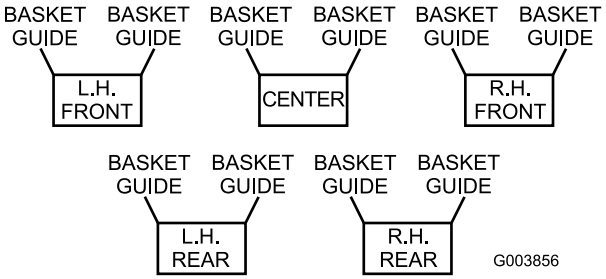
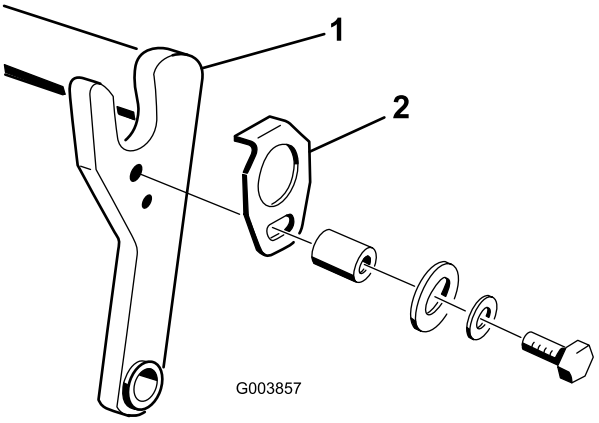
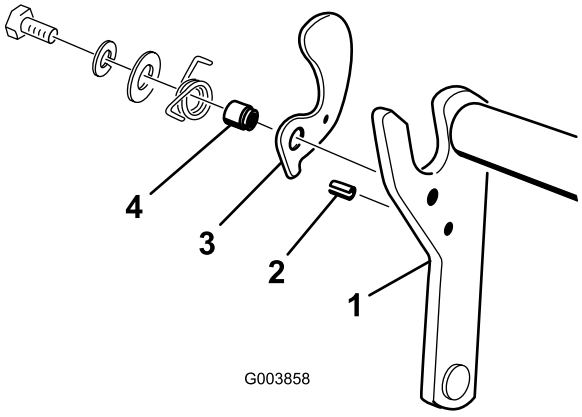

Figur 6
Figur 7
Figur 8
2. Hvis du bruger opsamlere på klippeenhederne, skal du bruge nedenstående diagram (Figur 6) til at finde ud af, hvor du skal montere opsamlerstyrerne på klippeenhedens bærerammer. Hvis du ikke bruger opsamlere, skal du fortsætte til trin 4.
3. Monter et opsamlerstyr (Figur 7) på den rette side af hver klippeenheds bæreramme (Figur 8) med en bolt (5/16 x 1-3/4 tommer), flad spændeskive og låsemøtrik eller de tidligere fjernede fastgørelsesanordninger som vist i Figur 7.
4. Installer en valsetap (Figur 8) i hullet på den rette side af hver klippeenheds bæreramme (Figur 6).